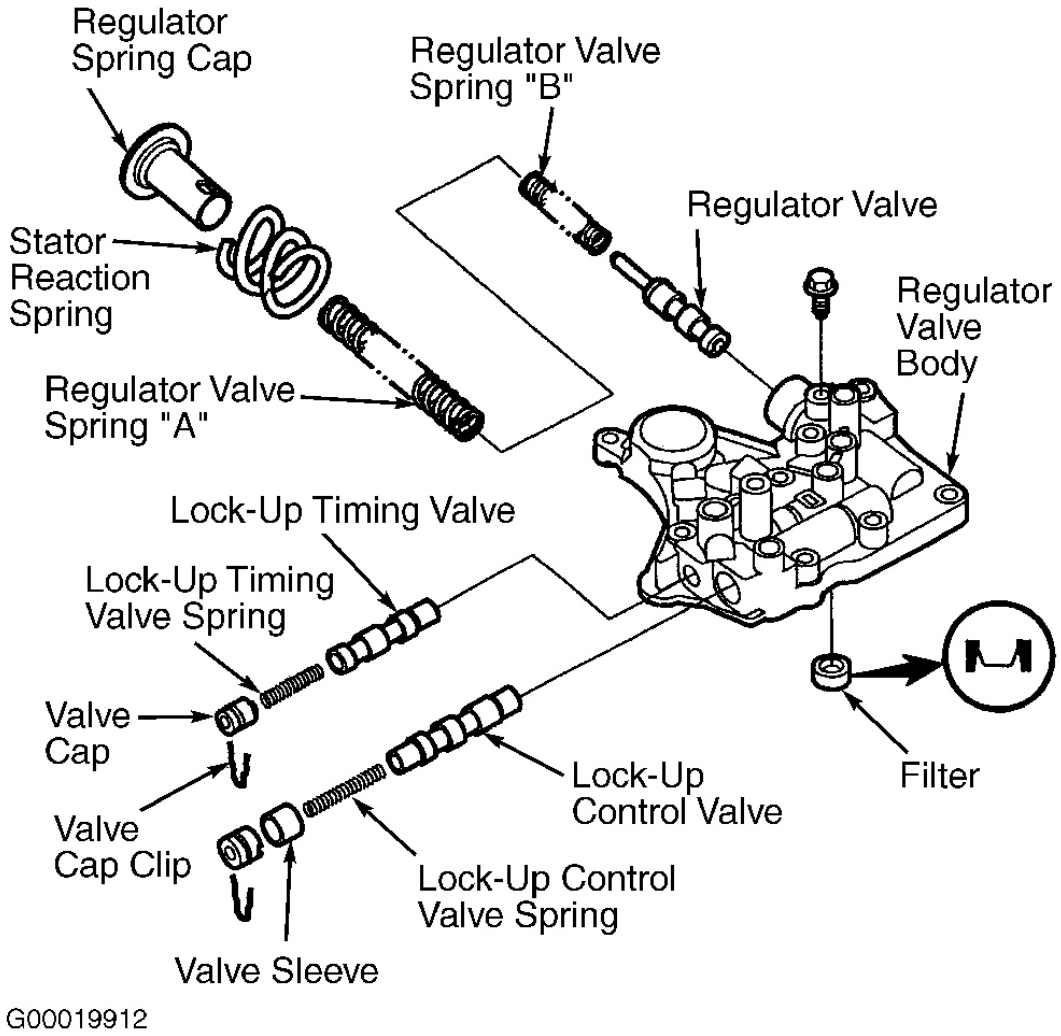

Fig. 21: Exploded View Of Regulator Valve Body
NOTE: To assist in disassembly of component, see Fig. 21 .
4. Hold the regulator spring cap in place while removing the stop bolt. The regulator spring cap is spring loaded. Once the stop bolt is removed, release the spring cap slowly so it does not pop out. See **Fig. 21** .
1. Reassemble in the reverse of the disassembly. Install the filter in the direction shown. See **Fig. 21** .